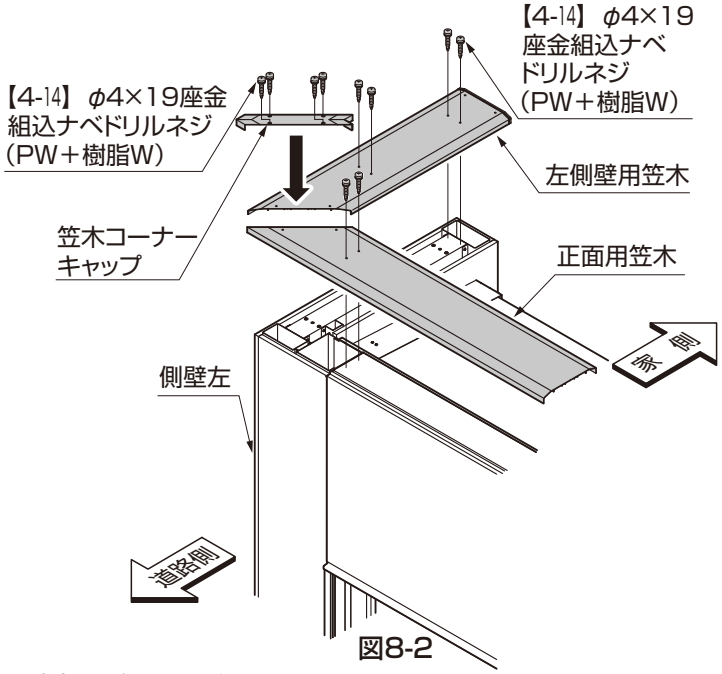

図8-2
③笠木正面用、笠木側壁用、コーナーキャップを【4-14】で取付けてください。（図8-2参照）